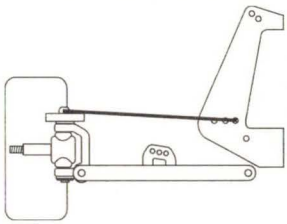

fig. 2b *Longer mounting position will increase traction, but decrease stability.*
- Using a longer mounting position will increase traction but decrease stability and rough track handling. **Fig. 2b**.